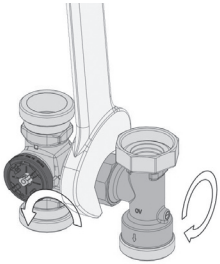

Fig. 16
2. Tourner la vanne mélangeuse à trois voies de 180°. Ensuite tourner le té de 180°. Serrer l'écrou d'accouplement avec un couple de 150 Nm (fig. 16).